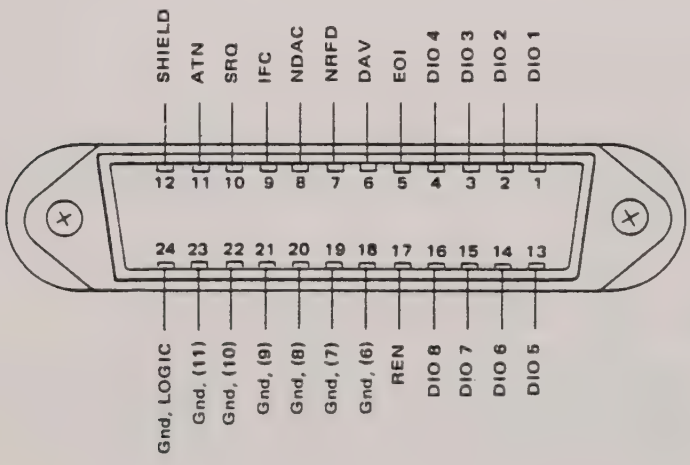

Figure 2.5 - GPIB Connector (Rear Panel)
2.7.3.1 Refer to Figure 2.5 showing the rear-panel GPIB connector and pin-signal assignments. When Option 55 is installed on the 202 (Option 55 is standard on the 205; unavailable on the 201), the instrument can be used in a system configuration. This 24-pin connector (J205) conforms to the IEEE-488-1978 Standard Interface Specification. The GPIB interface also accepts Racal-Dana's GPIB Input/Output Cables: 1 meter (3.28 feet, P/N 406845); 2 meters (6.56 feet, P/N 406844) and 4 meters (13.12 feet, P/N 406846).